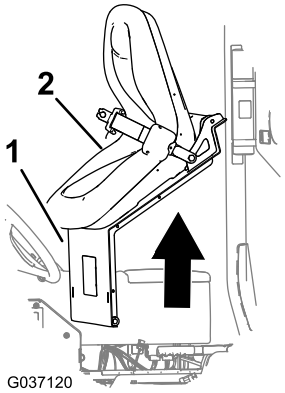

Figur 6
5. Løft sædet og sædepladen op og ud af maskinen (Figur 6).